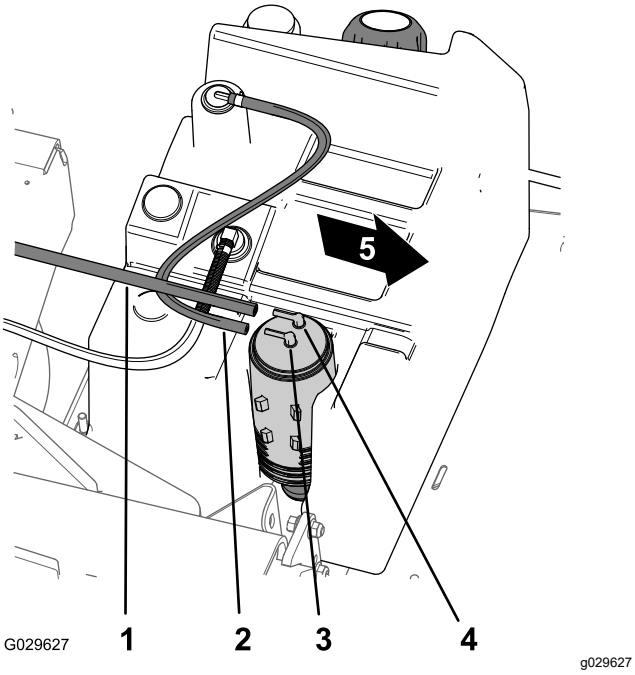

**Figur 49**
1. Koppla bort vakuumslangen från kopplingen på kolkanistern som är märkt ”Purge” (Figur 49).
2. Koppla bort bränsletanksslangen från kopplingen på kolkanistern som är märkt ”Fuel Tank” (Figur 49).
8. Anslut vakuumslangen till kolkanisterns koppling som är märkt ”Purge” och bränsletanksslangen till kopplingen som är märkt ”Fuel Tank” (Figur 49).